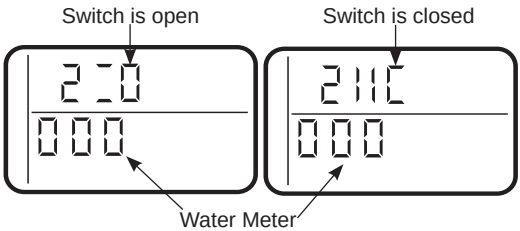

Figure 18
1. Press and hold **MODE/SET** for 3 seconds until the Set low salt alarm display appears, next press the **MODE/SET** button two addition times until "000" shows in the display, then release, see Figure 18.
3. Symbols in the display indicate POSITION switch operation, (see Figure 18).